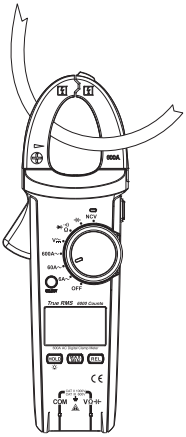

Figure 5
2. DC current measurement (See Figure 5)